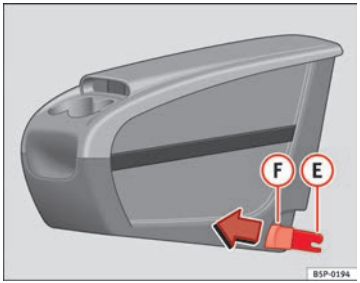
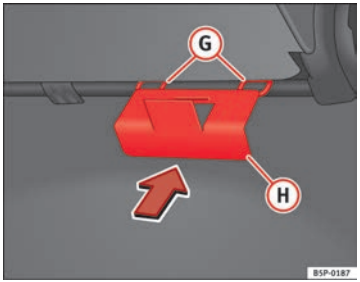

Abb. 113 Zusätzliche Ablage. Montage
Abb. 114 Halteplatte der zusätzlichen Ablage
– Die Halteplatte (H) ⇒ Abb. 114 der zusätzlichen Ablage vom Fahrzeuginnern aus auf der Rückseite des Sitzes befestigen. Sie muss sich zwischen der Lehne und dem Sitzkissen im Bereich des mittleren Rücksitzes befinden.
– Die beiden Befestigungselemente (E) ⇒ Abb. 113 zu den beiden Befestigungsringen (G) ⇒ Abb. 114 ausrichten und die beiden Klammern vollständig in die Befestigungsringe eindrücken.
– An den Knöpfen ⇒ Abb. 113 (F) der Klammern nach vorne ziehen (rote Knöpfe), bis sie hörbar ausgehängt sind.